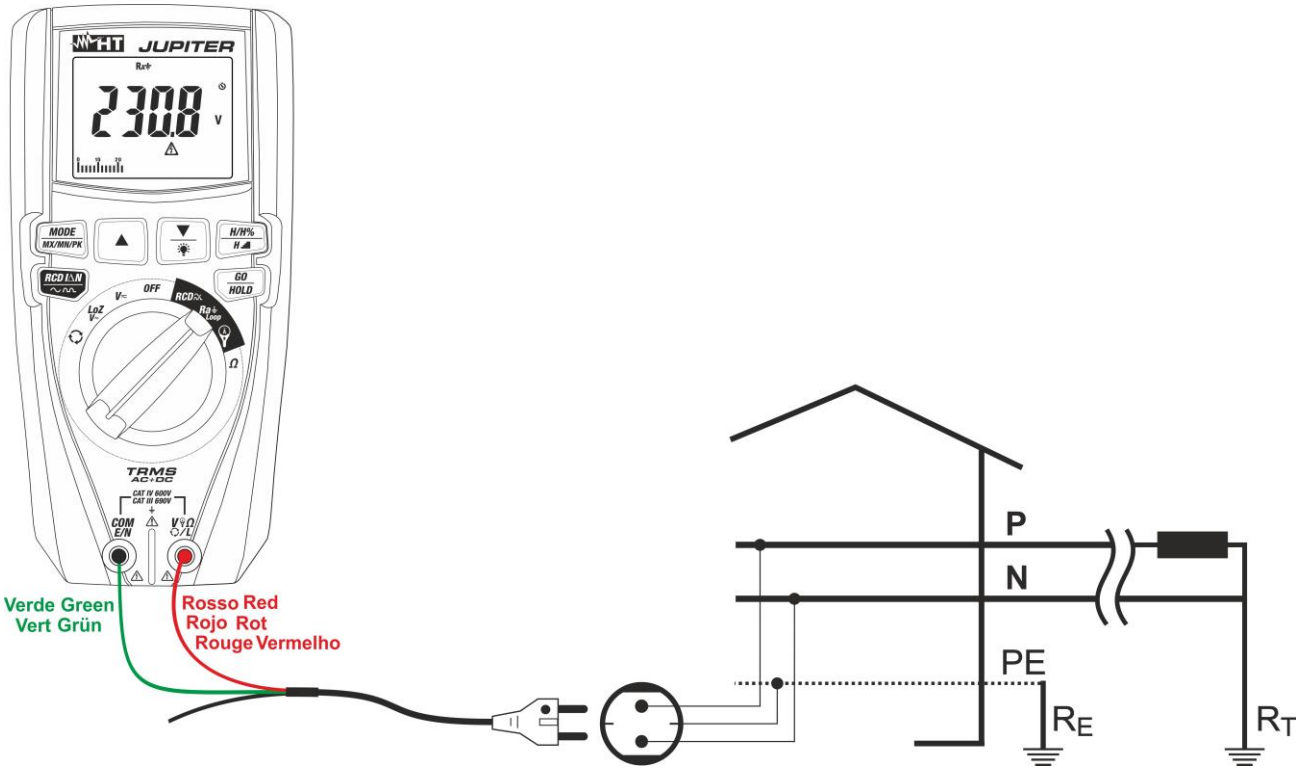

Fig. 23: Uso do instrumento para medir a impedância Loop L-PE com cabo com ficha Schuko
5. **Para medição do Loop L-PE** no caso de usar um cabo com ficha shuko inserir o condutor vermelho no terminal de entrada **VΩ⟲L** e o condutor verde no terminal de entrada **COM/E/N** e ligar o instrumento à instalação em exame (ver Fig. 23). O valor da tensão Fase-Terra é apresentado no display.